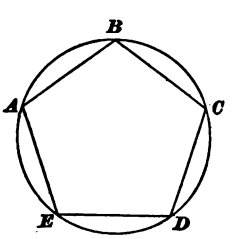

FIG. 45.
74. An **inscribed** polygon is one whose vertexes lie on the circumference of a circle and whose sides are chords, as $A\ B\ C\ D\ E$, Fig. 45.